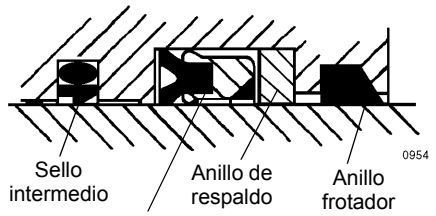

FIGURA 2-40
4. Instale los anillos de desgaste, el sello intermedio y el sello profundo en Z de varilla de repuesto en el interior de la cabeza (Figura 2-40). Asegúrese que el reborde del sello intermedio esté cerca al sello profundo en Z de la varilla. Asegúrese que la ranura del borde del sello profundo en Z de varilla esté más cerca al sello intermedio.